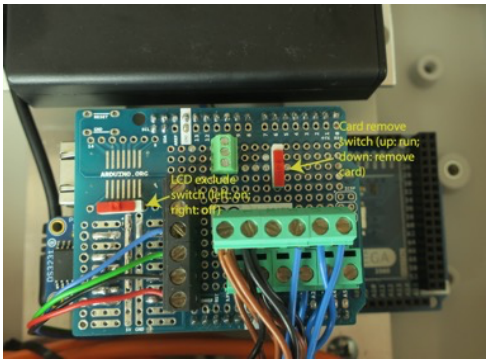

Figure 9 - *Card remove and LCD exclude switches*
- Card remove (Figure 9)
- LCD exclude (Figure 9)